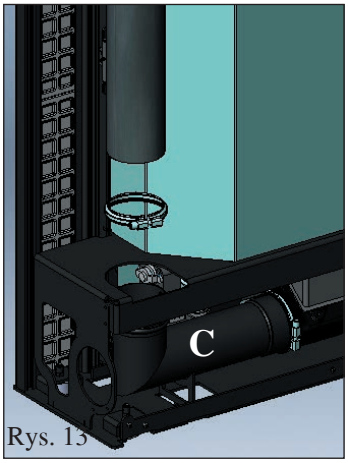

Rys. 13
Umieścić pokrywę (H) z powrotem i wprowadzić przewód odprowadzania spalin (dostarczany przez instalatora) od góry, wkładając go w kolano przyłączeniowe (C – rys. 13/14) i zamocować przy użyciu dostarczanej opaski zaciskowej.